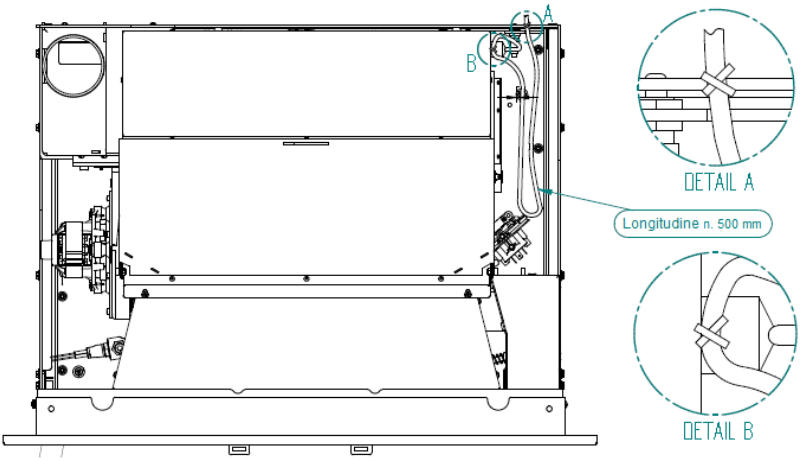

Figura 11 - Collegamento elettrico
- Dopo aver collegato il cavo elettrico nella colonna silo, è necessario fissare il cavo nella stessa colonna e la base, avendo cura di lasciare la lunghezza del cavo sufficiente a consentire l'apparecchiatura può fare tutto il modo in grondaie (500 mm) senza il cavo è in tensione o toccare le parti calde (Figura 11).